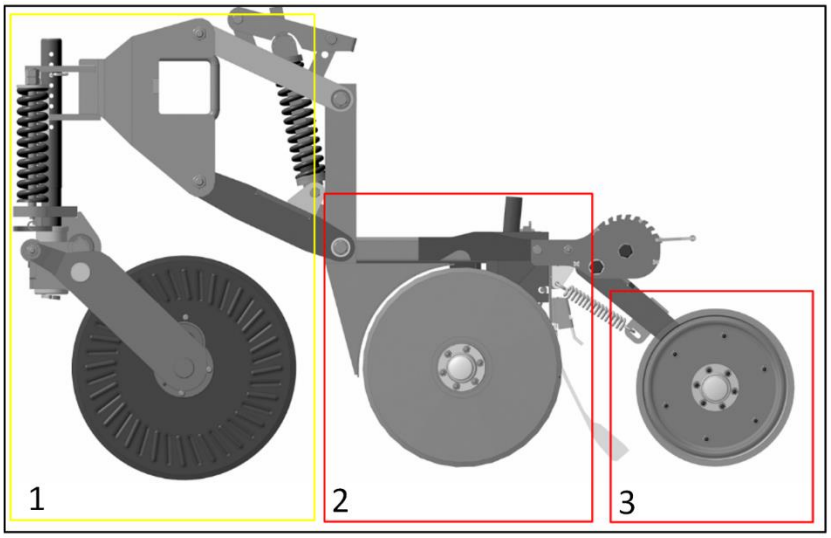

Рисунок 27 – Состав сошника в сборе:
Режущий диск (турбонож) (рисунок 27 (1)) производит нулевую обработку почвы. Он установлен жёстко по отношению к раме на отдельной стойке, непосредственно перед каждым сошником. Диск прорезает пожнивные остатки и слой почвы, образуя в земле борозду для сошника. Глубина прорезания диском почвы регулируется путём перемещения стойки турбоножа по вертикали.
Сошники с параллельными тягами (рисунок 27 (2)) установлены на раме ПК. Параллелограммный механизм позволяет легко копировать рельеф почвы каждым сошником, сохраняя при этом угол точки схождения дисков сошника относительно поверхности почвы. Двойные диски сошников расширяют борозду режущего диска, образуя посевную канавку. Трубка семяпровода, установленная между дисками, подаёт посевной материал в посевное ложе, где при помощи пакователя семян обеспечивается плотный контакт посевного материала с почвой. Силу прижима, необходимую сошнику для расширения борозды, обеспечивает масса ПК, которая воздействует на сошник через пружину механизма параллельных тяг. Регулировка этой пружины изменяет силу давления сошника.
Укрывающие колёса (рисунок 27 (3)) выполняют две важные функции. Во-первых, закрывают борозду, осыпая её края, и уплотняют её. Во-вторых, укрывающие колёса управляют глубиной заделки посевного материала. Чем выше укрывающее колесо движется относительно двойных дисков, тем глубже будет посев. Глубина сева регулируется перемещением упоров на каждом сошнике. Рычаг укрывающего колеса имеет большой ход вниз, что позволяет даже при наезде диска сошника на препятствие осуществлять прикатывание за счёт пружины и собственного веса узла.